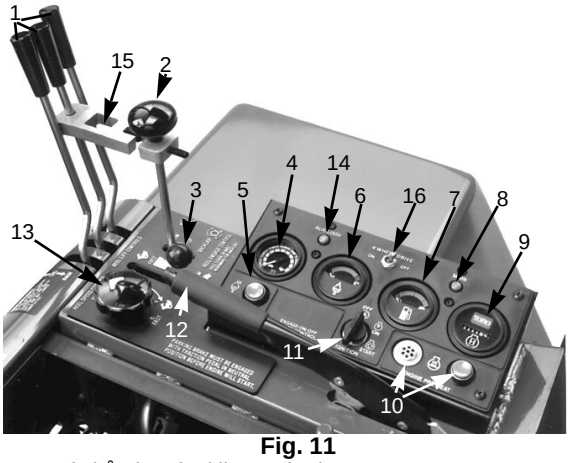

Fig. 11
Timetæller (Fig. 11)—Registrerer det totale antal timer, motoren har været i brug. **Bemærk:** Streger, der går rundt i det lille vindue i målerens venstre side, angiver, at timetælleren fungerer.
Motorforvarmningslampe (Fig. 11)—Lyser stærkt, når gløderørene er opvarmet tilstrækkeligt.
Motorforvarmningskontakt (Fig. 11)—Ved koldstart trykkes kontakten ind og holdes inde, til lampen lyser stærkt.
Tændingskontakt (Fig. 11)—Denne kontakt har tre stillinger: AFBRUDT (OFF), TILSLUTTET (ON) og START. Tændingsnøglen drejes til START og slippes, så snart motoren begynder at gå. Motoren standses ved at dreje nøglen til AFBRUDT (OFF).
Parkeringsbremse (Fig. 11)—Træk håndtaget op for lås bremsen. Bremses udløses ved at trække op i håndtaget, trykke på knappen og sænke det. Bremsen skal tilkobles for at man kan starte motoren. Parkeringsbremsen skal altid aktiveres, før føreren rejser sig fra sædet.
Klippe/baglapningshåndtag (Fig. 11)—Håndtaget føres fremad for at tilkoble klippeenhederne. Håndtaget føres til midten for at standse klippeenhederne. Klippeenhederne baglappes ved at løfte håndtaget over stoppet og holde det i bageste stilling.
Knivcylinderhastighedsregulator (Fig. 11)—Drej knappen med uret for at øge knivcylinderhastigheden, mod uret for at mindske den. Bruges sammen med kørehastighedsbegrænseren for at få en hensigtsmæssig græsklipningshastighed.
Gasregulator (Fig. 11)—Føres fremad for at øge motorhastigheden og tilbage for at mindske den.